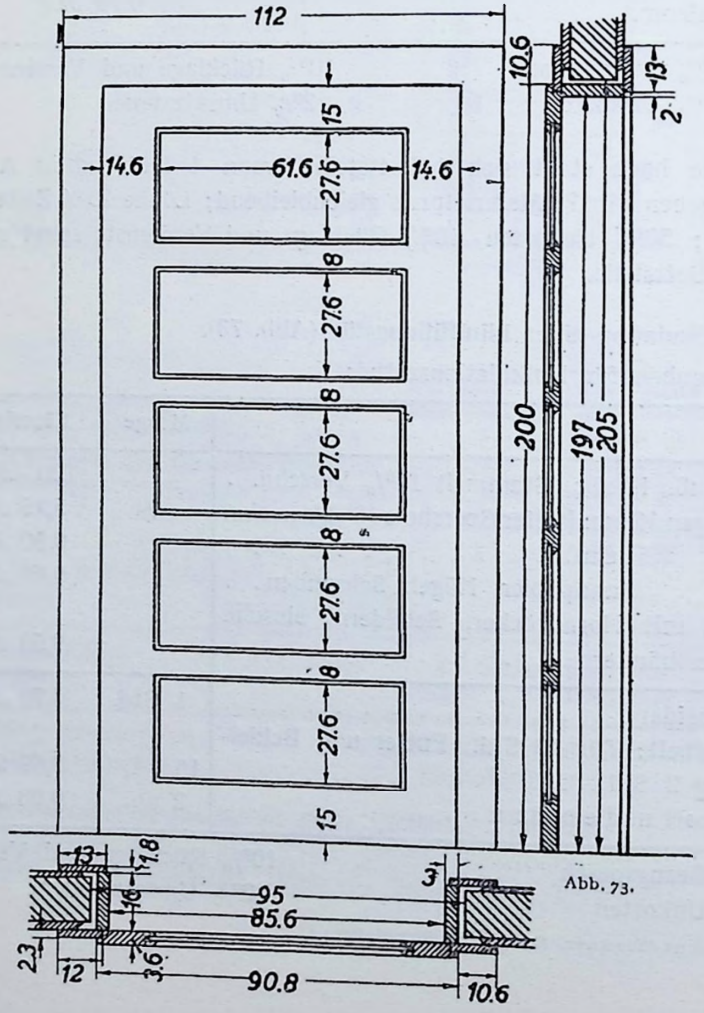

Abb. 73.
4. Kalkulation einer **Fünffüllungstür** (Abb. 73).